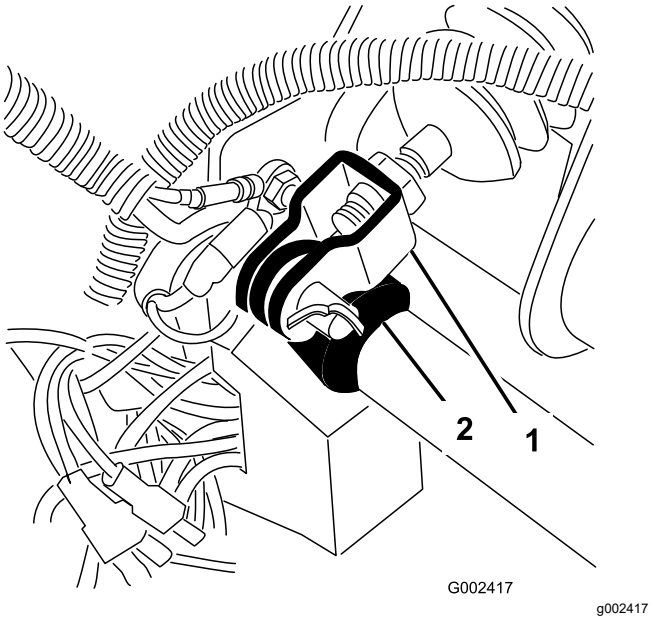

Figur 65
1. Ta bort saxpinnen och sprintbulten som fäster huvudcylinderoket vid bromspedalstappen (Figur 65).